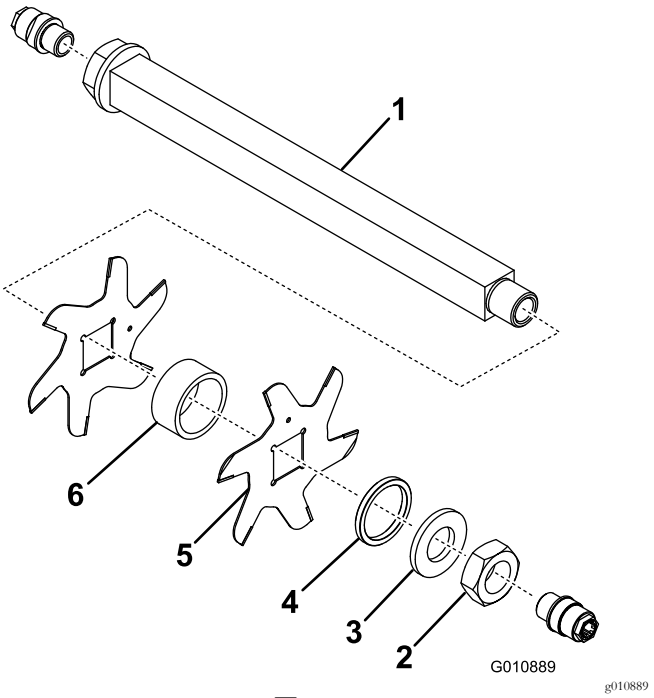

图17
3. 依次取下小隔片、垫圈、刀片以及大隔片。 清洁该方形轴然后涂抹上一薄层润滑脂进行润滑使组装更加容易 图17。